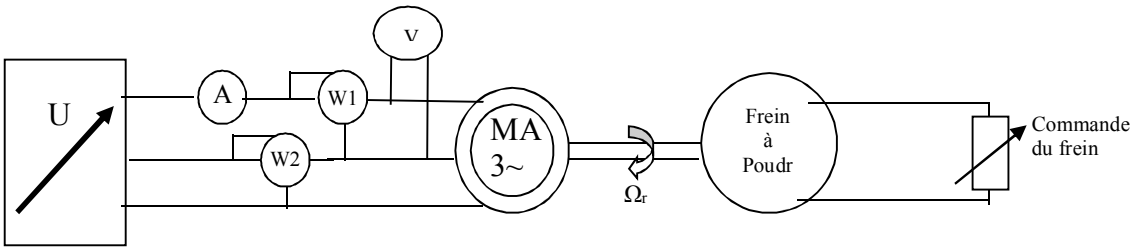

Figure 1
c) Effectuer le montage de la Fig. 1. La mesure de la puissance absorbée peut être effectuée en utilisant la méthode de deux wattmètres.